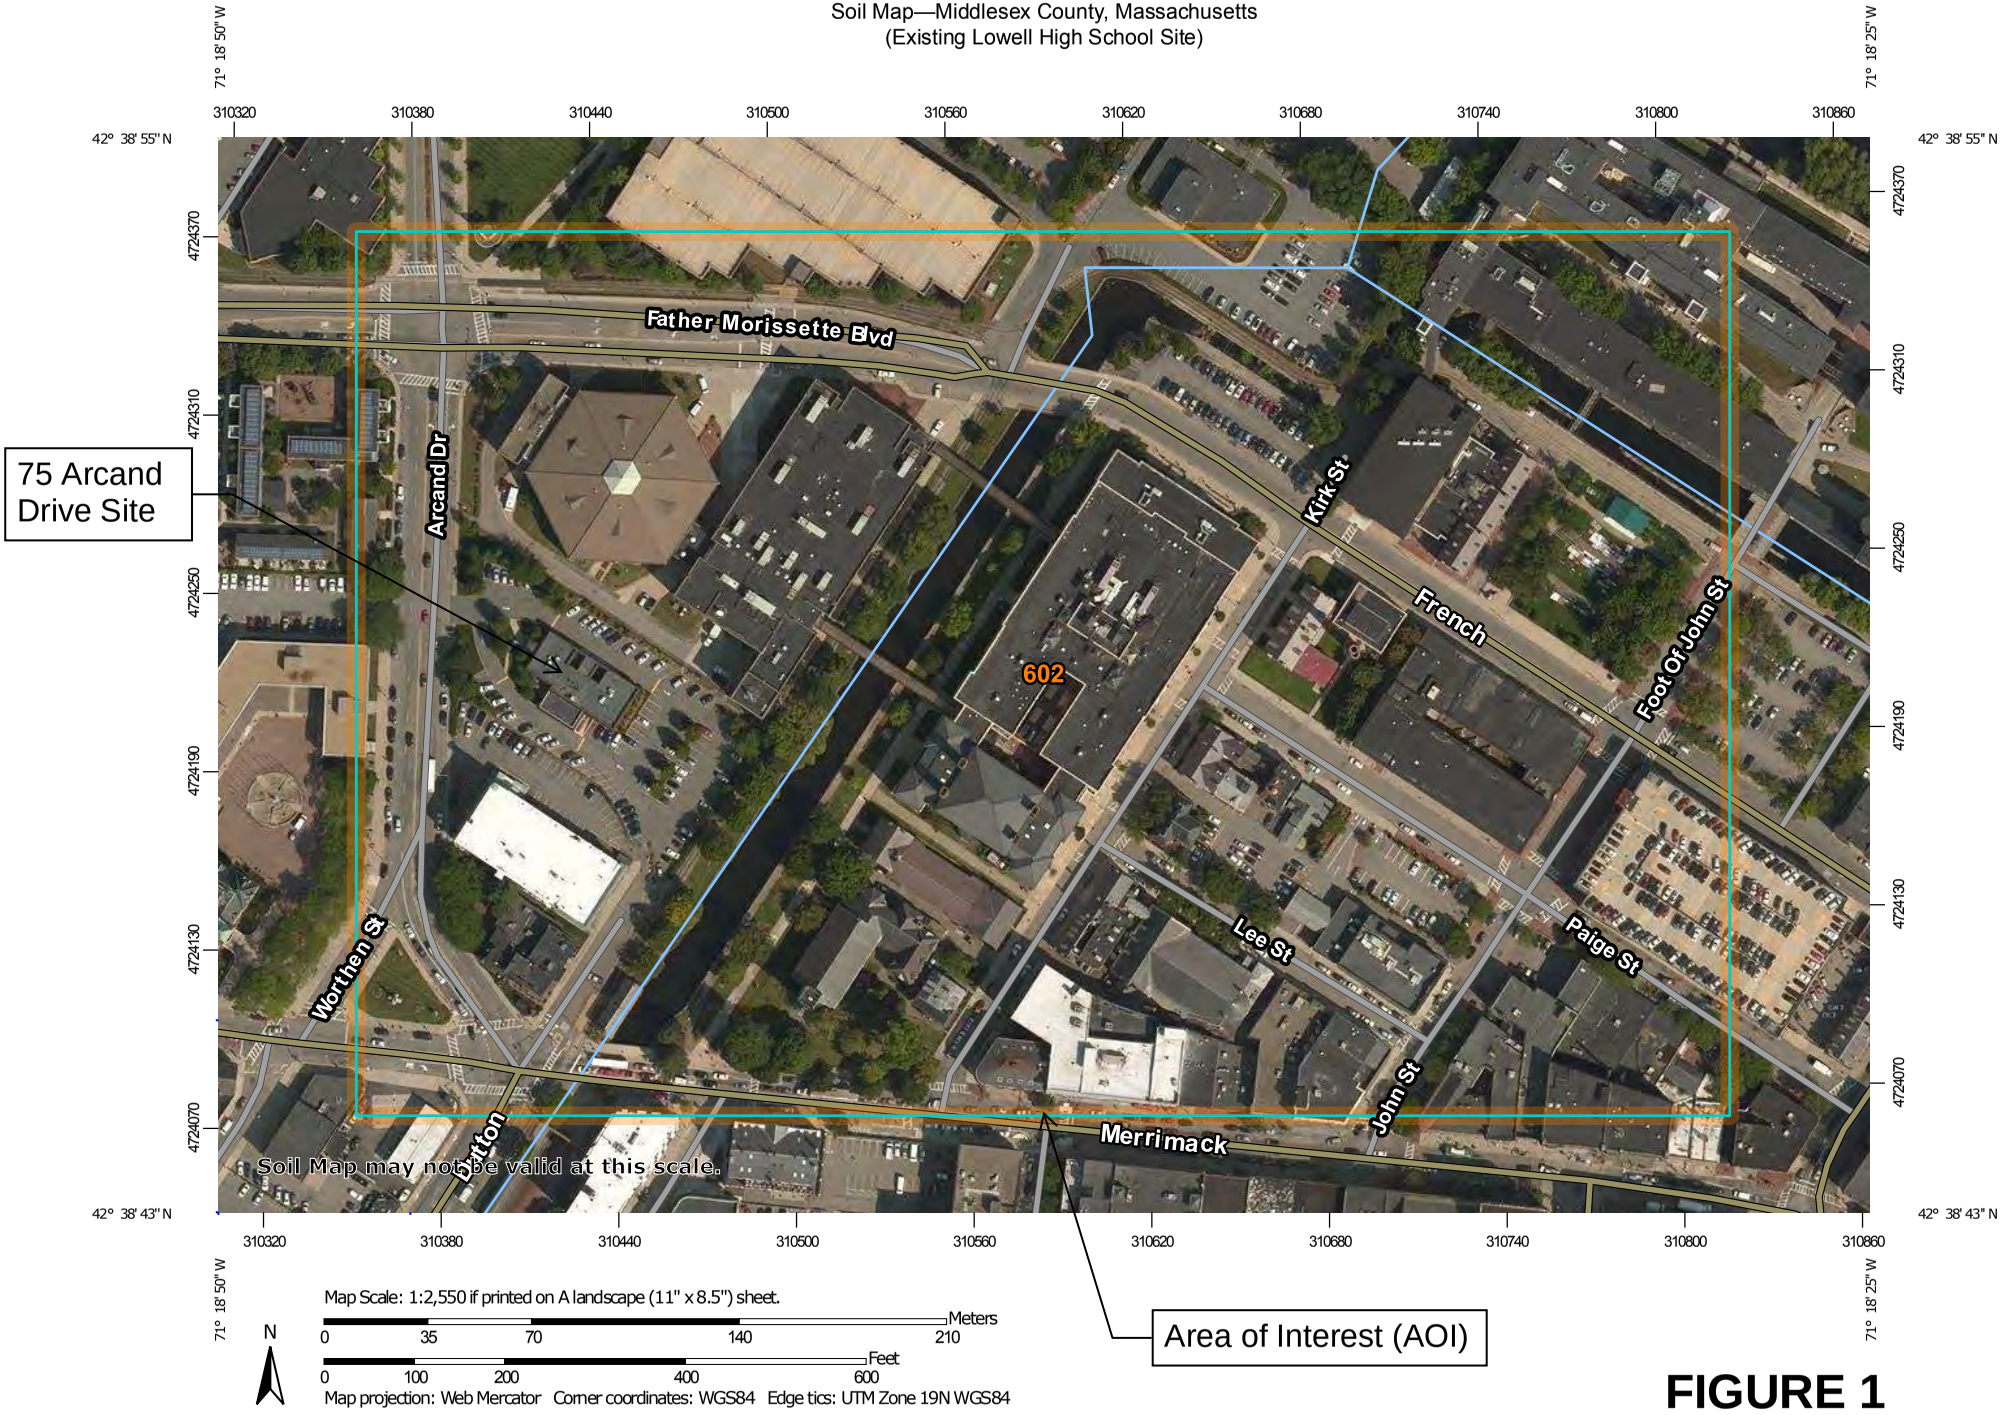

FIGURE 1
The existing 75 Arcand Drive Site is comprised of one (1) building with driveway/parking areas which is located at 75 Arcand Drive in downtown Lowell (Figures 1 - 3).
The Soil Classification Summary (Table 1) outlines the Natural Resources Conservation Services (NRCS) designation of the soil series at the existing 75 Arcand Drive Site (refer to FIGURE 1 in Appendix A). The area that comprises of and surrounds the existing 75 Arcand Drive Site is classified as Urban Land with an unclassified hydrologic soil group (HSG).
NRCS Soil Map and Description (FIGURE 1)